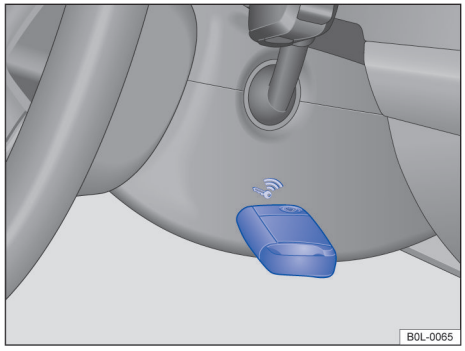

图 82 转向柱右侧：配备无钥匙闭锁/启动系统 Keyless Access（无钥匙进入系统）车辆上的应急起动功能
– 按压起动/停机按钮后，立即将车辆钥匙置于转向柱饰板右侧 → 图 82。